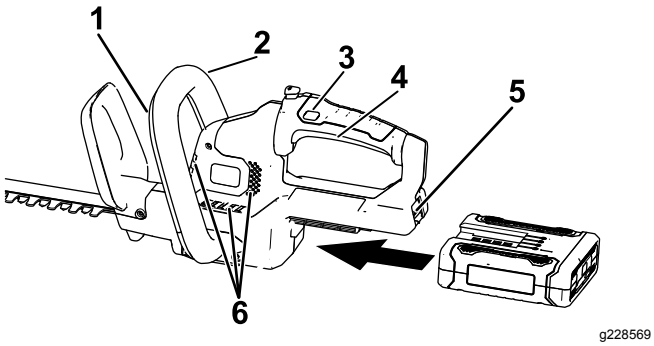

Figura 4
3. Alinee el hueco de la batería con la lengüeta del alojamiento de la empuñadura, sujete la empuñadura, e introduzca la batería en la empuñadura hasta que el cierre encaje en su sitio (Figura 4).
4. Coloque una mano en la empuñadura con gatillo. Coloque la otra mano en la empuñadura auxiliar (Figura 4).
5. Presione el interruptor de bloqueo y apriete el interruptor del gatillo mientras activa el interruptor de la empuñadura auxiliar para encender el cortasetos (Figura 4).
El cortasetos seguirá encendido mientras se aprieten el interruptor de la empuñadura auxiliar y el gatillo. Puede soltar el interruptor de interruptor de bloqueo una vez que el cortasetos esté funcionando (Figura 4).
Para apagar el cortasetos, suelte el gatillo, el interruptor de la empuñadura auxiliar, o ambos (Figura 4). Espere al menos 5 segundos para que la cuchilla se detenga.